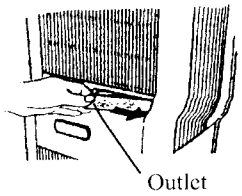

Fig. 186
(1) Take out the drain pipe.
(2) Pull out the drainage outlet, see fig 186